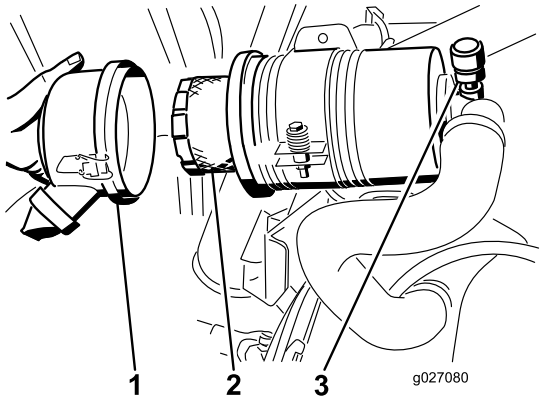

Figuur 52
3. Verwijder en vervang het filter (Figuur 52).